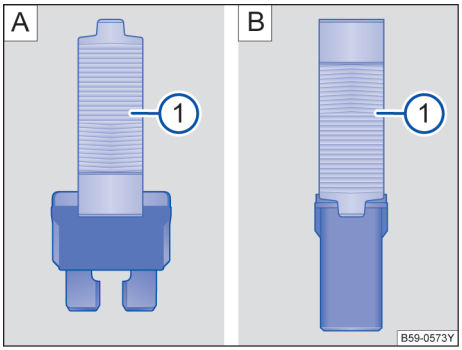

图 197 用塑料夹钳拔出或插入保险丝：[A] 扁平插入式保险丝；[B] 方块型保险丝
- 必要时将塑料夹钳→图 197 ① 从相应保险丝盒的盖板中取出。
- 根据保险丝型号，将塑料夹钳的合适夹嘴→图 197 [A] ① 或 →图 197 [B] ① 从侧面推到保险丝上。